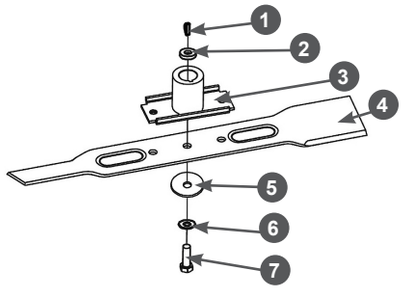

**Рис. 27 Установка ножа**
2. С помощью соответствующего инструмента открутите болт 7 крепления ножа и снимите нож (Рис. 27).
3. Снимите с вала двигателя адаптер 3 ножа и втулку 2 адаптера (Рис. 27).
4. Убедитесь в том, что шпонка 1 адаптера на месте и не имеет повреждений (Рис. 27). Во избежание утери шпонки во время заточки ножа или других работ по обслуживанию газонокосилки извлеките шпонку из шпоночного паза и уберите в надёжное место.
7. Установите все детали на место в порядке, обратном снятию. Схема установки показана на Рис. 27.
8. Зафиксируйте нож от проворачивания и надёжно затяните болт 7 крепления ножа (Рис. 27).